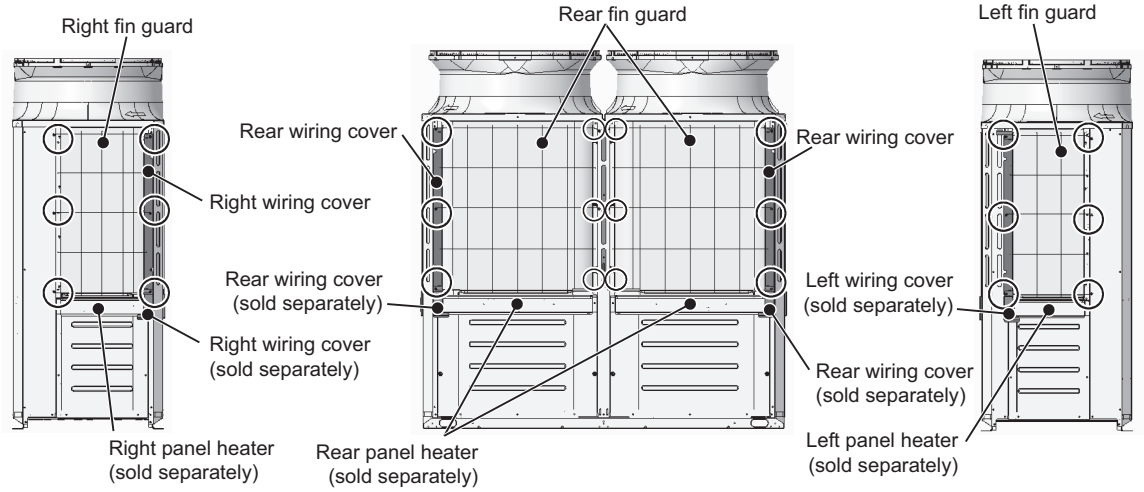

Figure 6 Right　　Figure 6 Rear　　Figure 6 Left
(8) Remove the fin guards and wiring covers from the right, left, and rear of the unit casing. (24 screws as shown in Figure 6.)